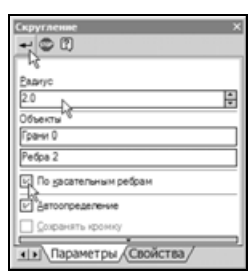

Рис. 6.22
- На панели свойств задайте радиус скругления 2, включите флажок **Продолжать по касательным ребрам** и нажмите **Создать объект** (рис. 6.22).